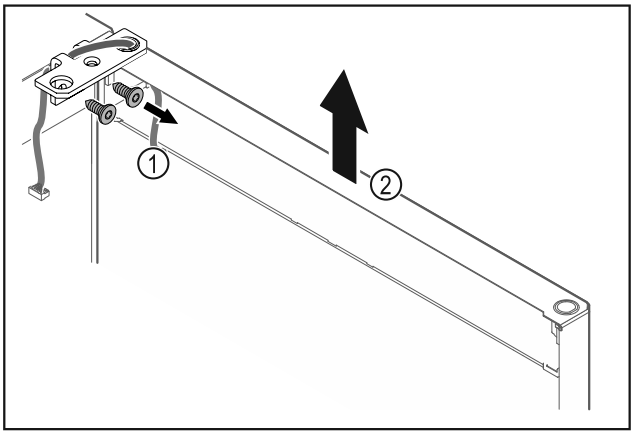

Fig. 16
- ▶ Deșurubați *Fig. 16 (1)* colțarul balamalei.
- ▶ Ridicați ușa inclusiv colțarul balamalei *Fig. 16 (2)* aproximativ 200 mm drept în sus și detașați-o.